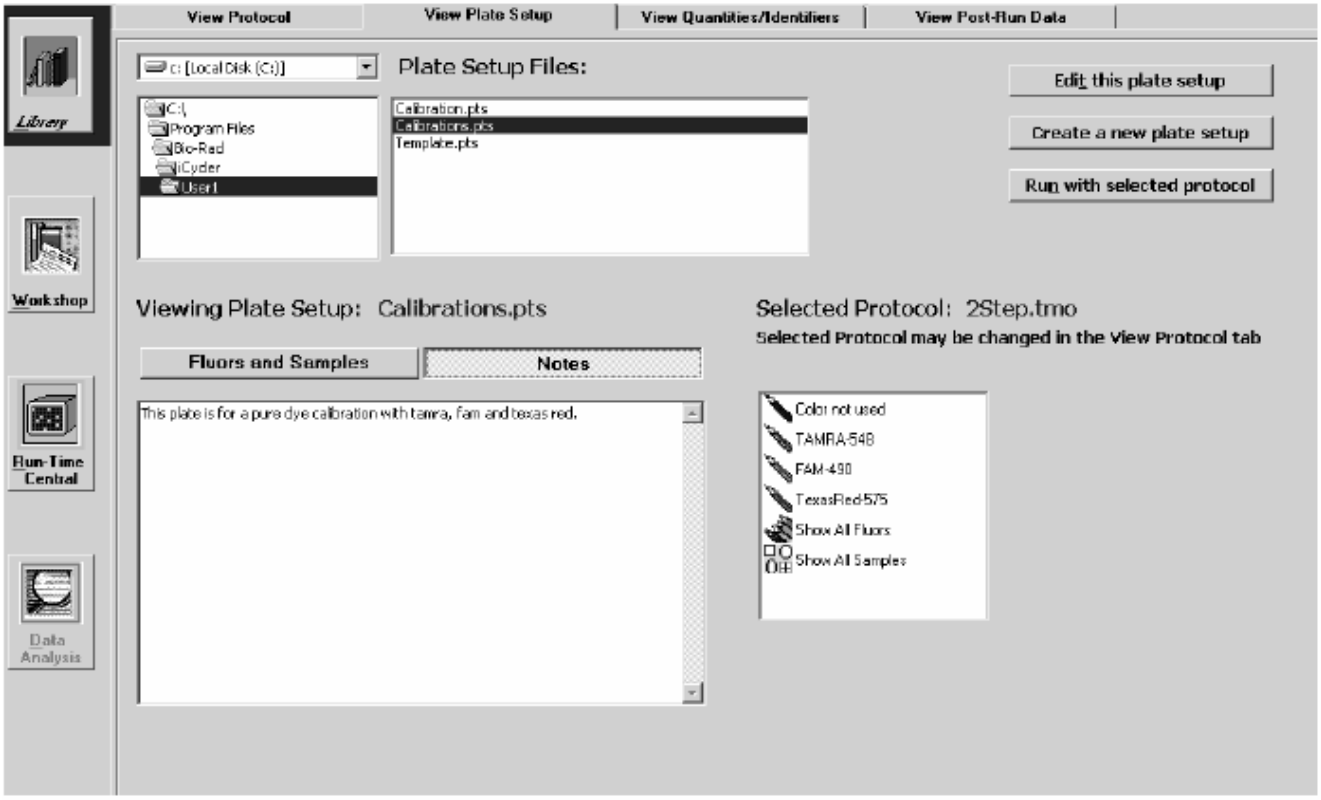

Рис.4-3. Окно просмотра описания планшета в режиме показа комментариев.
- Заметки (**NOTES**). Показываются все комментарии, написанные при установке планшета (см. рис. 4-3).